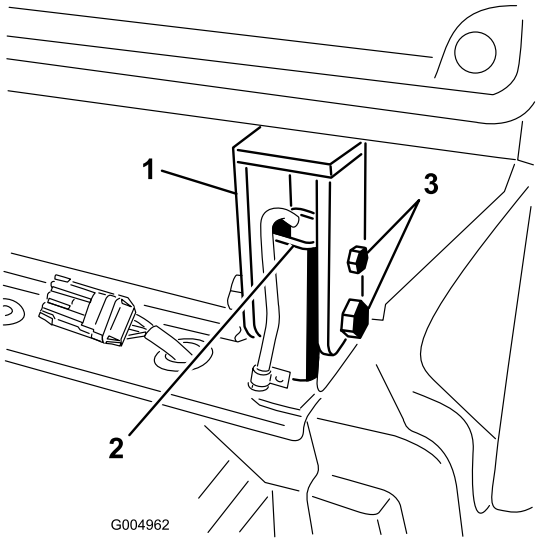

**Rysunek 115**
38. Dokręć śruby i nakrętki mocujące tylne punkty mocowania kabiny do słupków pałąka ROPS (Rysunek 115).